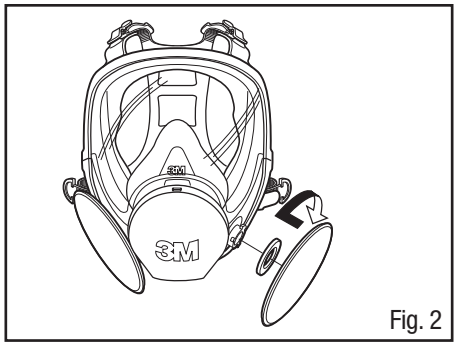

Fig. 2
3. Repita para o segundo filtro (Fig. 2).